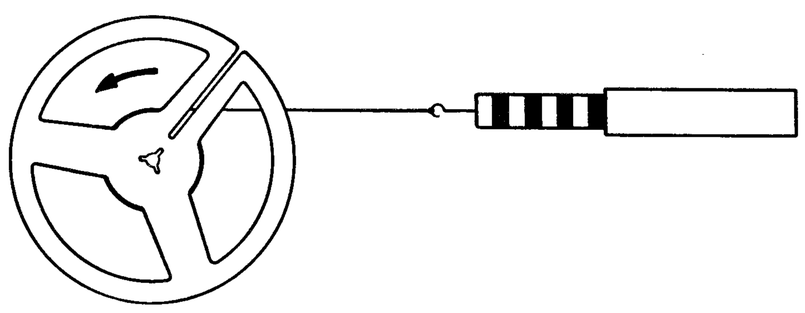

Fig. 5
2.3 Checking and Adjusting the Driving Wheel Clutch (see Figs. 5 and 6)
Switch on the recorder, depress the start key and measure the pull of the clutch according to Fig. 5.